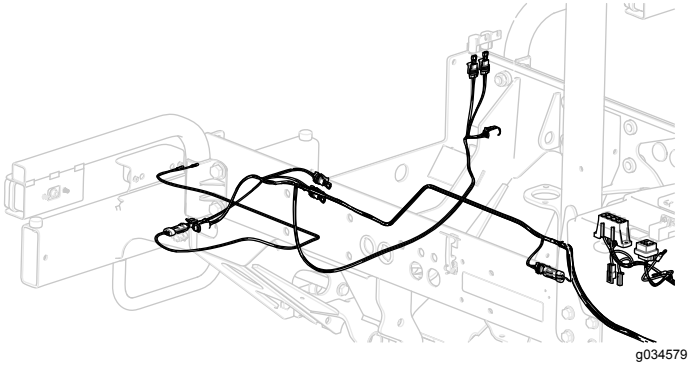

Figure 30
18. Acheminez le faisceau de câblage arrière droit sous le côté droit du groupe de déplacement jusqu'au feu arrière droit (Figure 30).
20. Acheminez le faisceau de câblage arrière gauche sous le côté gauche du groupe de déplacement jusqu'au feu arrière gauche (Figure 30).